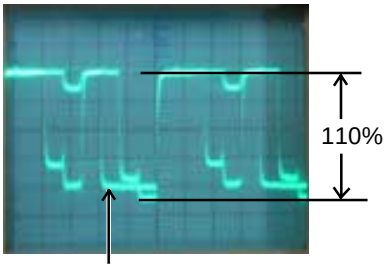

Fig. 2-2
6. Press the VOL. UP/DOWN button on the remote control until the red color level is adjusted to 110 ± 10% of the white level. **(Refer to Fig. 2-2)**
8. Press the AV mode. Then perform the above adjustments 2~6.**(Refer to Fig. 2-2)**
12. Press the TV/VIDEO button on the remote control to set to the DIGITAL mode.Then perform the above adjustments 2~6.**(Refer to Fig. 2-2)**